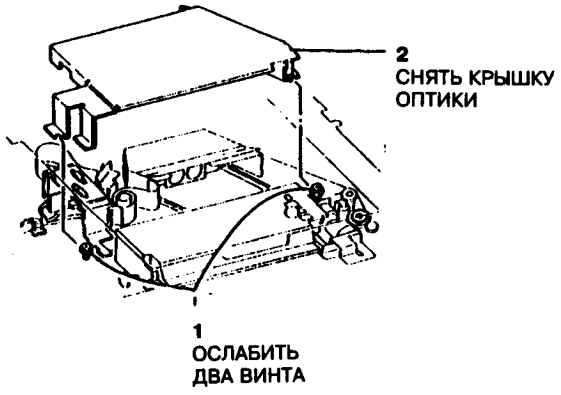

Рис.1 Снятие крышки оптики
2. Снять крышку оптики (рис.1).